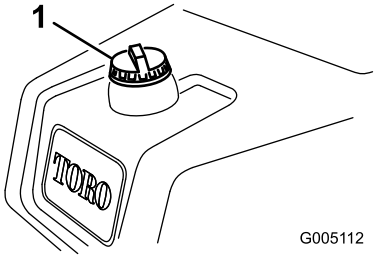

**Figur 28**
1. Gör rent runt tanklocket och ta bort det (Figur 28).